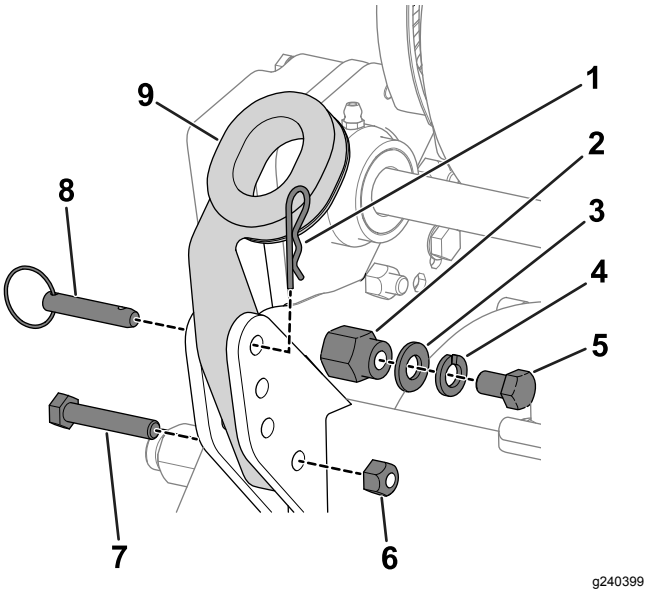

Figur 3
1. Fjern boltene (5/16"), låsemøtrikkerne, ringpindene og låseclipsene, der fastgør bunden af håndtagsarmene til hver side af maskinen (Figur 3).
2. Fjern boltene (⅜"), spændeskiverne og låseskiverne fra monteringstapperne på hver side af maskinen (Figur 3).
3. Sæt håndtagets ender gennem hullerne i håndtagsarmene, og juster hullerne ind efter monteringstapperne (Figur 3).
6. Brug de bolte (5/16"), låsemøtrikker, låseclips og ringpinde, som du fjernede tidligere, til at fastgøre håndtagets arme til stellets bagende (Figur 3).